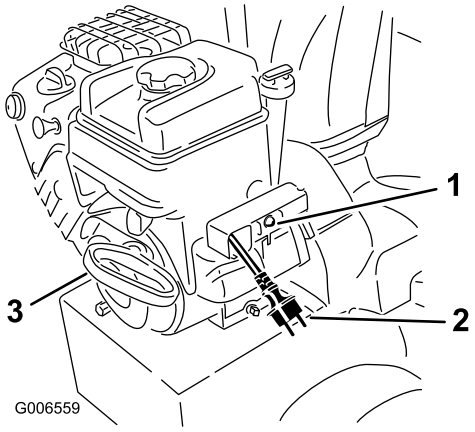

Figur 30
7. Starta snöslungan genom att dra i startsnöret eller trycka på knappen till den elektriska startmotorn (alla modeller utom 38597) (Figur 30).